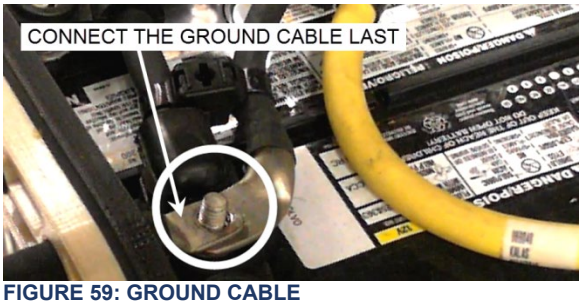

FIGURE 59: GROUND CABLE
6. Connect the ground cable last (FIGURE 59). Tighten the ground cable nut to the following torque: